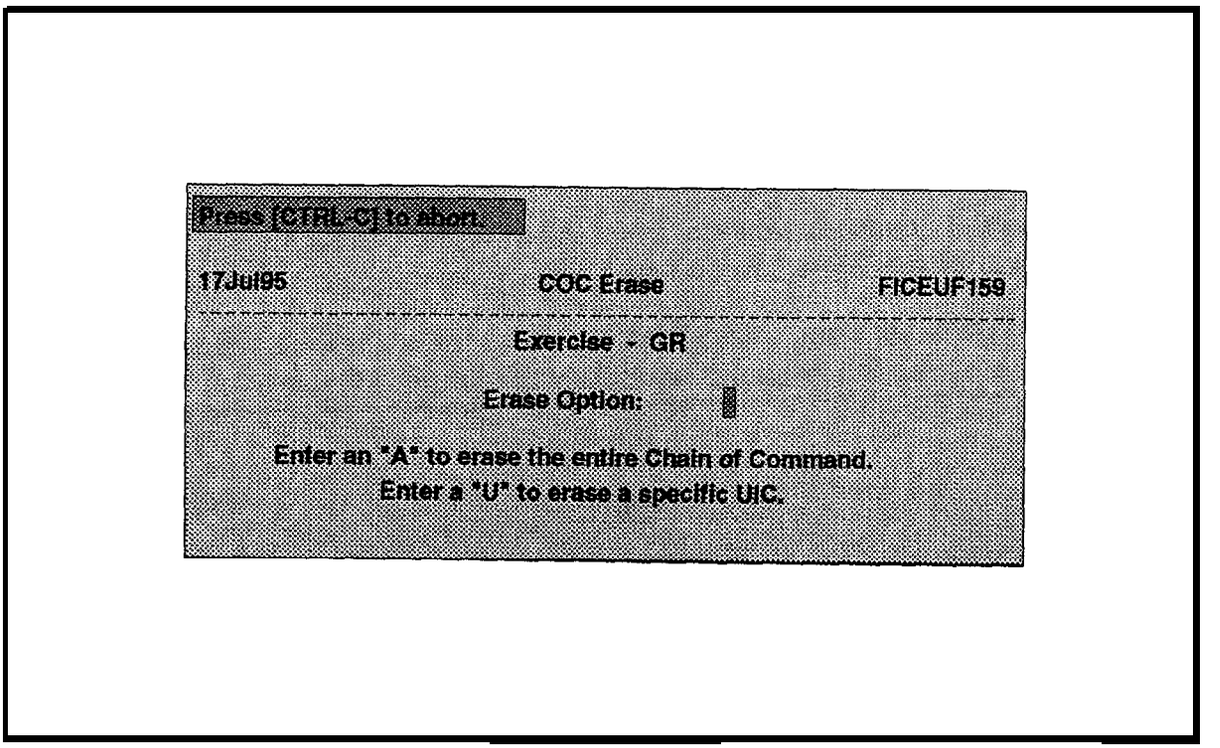

Figure 6-14. Chain of Command Erase Window
f. Select the **Erase** option. The COC Erase window will be displayed as shown in Figure 6-14.
(1) Enter **A,** to erase the entire COC for this exercise. A prompt will be displayed: